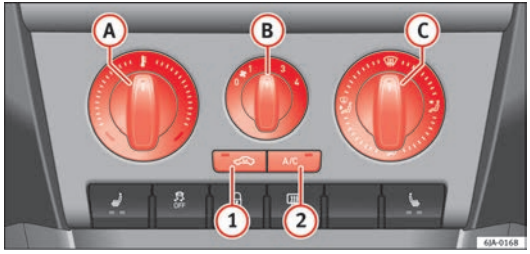

Fig. 98 Air conditioning: controls
The air cooling system only works if the AC button (2) ⇒ Fig. 98 ⇒ page 132 is pressed and under following conditions:
– Turn rotary control (A) ⇒ Fig. 98 clockwise to increase the temperature.
– Turn rotary control (A) anti-clockwise to reduce the temperature.
– Turn rotary control (B) ⇒ Fig. 98 to position 1 to 4 to switch the blower on.
– Turn rotary control (B) to position 0 to switch the blower off.
– Press button (1) ⇒ page 134, Air recirculation to close the fresh air vent.
– Turn rotary control (C) ⇒ Fig. 98 to select the air vents ⇒ page 129 you wish to activate.
– Press button A/C (2) ⇒ Fig. 98 and the lamp in the button will light up.
– Press the A/C (2) button again and the LED in the button will switch off.
- Controls A ⇒Fig. 98 ⇒page 132, B, C and buttons 1 and 2.
– Press button 1 ⇒Fig. 98 ⇒page 132 and the lamp in the button will light up.
– Press button (1) ⇒ Fig. 98 ⇒ page 132 again and the lamp in the button will switch off.
If air distribution control (C) ⇒ Fig. 98 ⇒ page 132 is in position , air recirculation mode switches off automatically Press the button to switch air recirculation mode back on in this position.